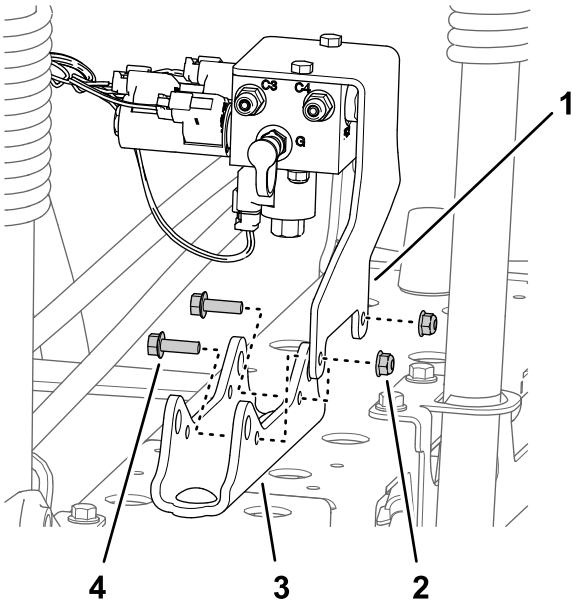

Figur 41
- **For maskiner uden det valgfri ultrasoniske bomnivelleringssæt:** Fjern de 2 flangelåsemøtrikker (5/16 tomme) og 2 flangehovedbolte (5/16 x 1 tomme), der fastgør sektionløftemanifoldens støttebeslag til cylinderbeslaget, og adskil manifolden og beslaget fra cylinderbeslaget (Figur 41).